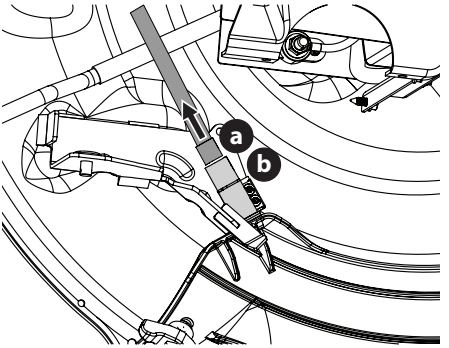

Figura 20
6. Desconecte el conector del cable (a) del interruptor de seguridad (b) de la parte trasera del canal de descarga (Figura 20).
3. Conecte el conector del cable (a) en el interruptor de seguridad (b) de la parte trasera del canal de descarga (Figura 20).
NOTA: asegúrese de reconectar el conector del cable al interruptor de seguridad (Figura 20); el montable no funcionará si el interruptor de seguridad no está correctamente conectado.